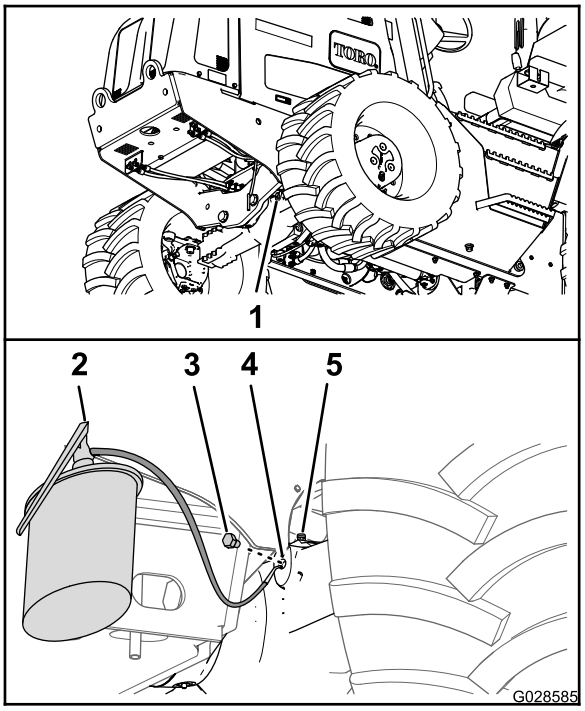
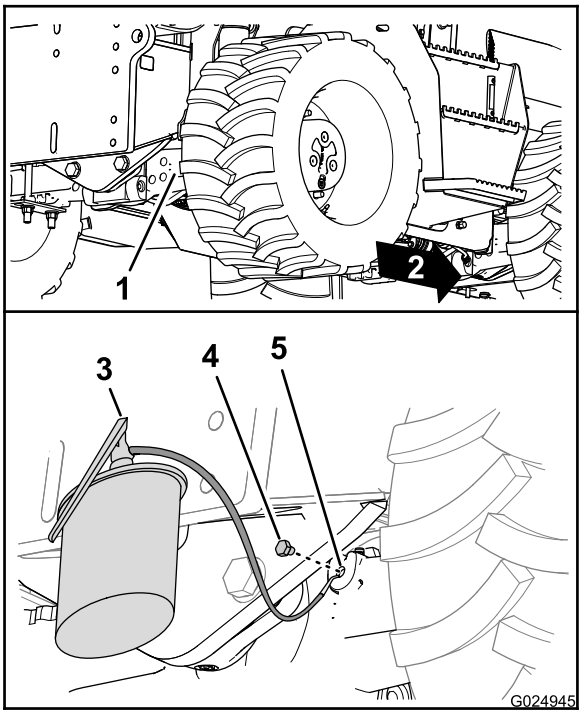

Figura 89
Figura 90
5. Instale los tapones de vaciado en los orificios de vaciado de las cajas de piñones (Figura 89 y Figura 90).
6. Llene los ejes con el aceite especificado a través de la mirilla hasta que el aceite llegue a las roscas de la parte inferior del orificio (Figura 89 y Figura 90).
8. Instale los tapones de llenado en las mirillas de las cajas de piñones de los ejes (Figura 89 y Figura 90).